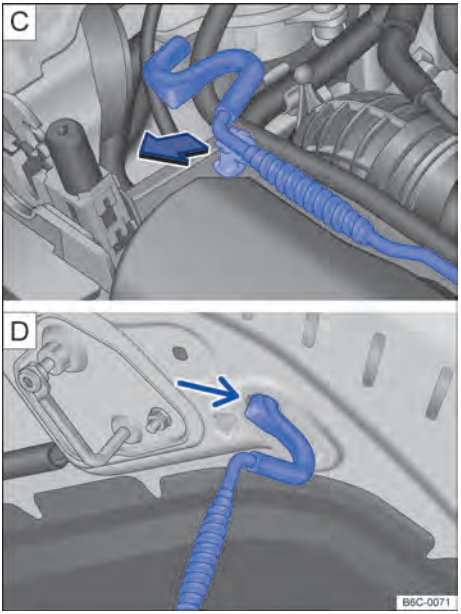

Fig. 203 C Haste de sustentação da tampa do compartimento do motor. D Tampa do compartimento do motor apoiada na haste de sustentação.
– Retirar a haste de sustentação do suporte no sentido da seta → Fig. 203 C e posicioná-la na abertura na tampa do compartimento do motor → Fig. 203 D. ▶
– Retirar a haste de sustentação do furo → Fig. 203 D e encaixá-la no suporte do fecho → Fig. 203 C.